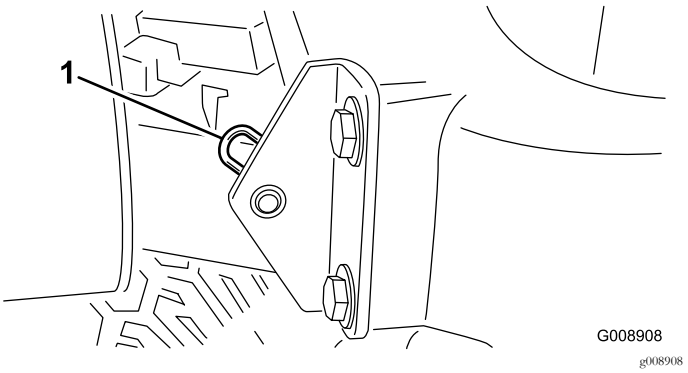

Figur 49
2. Fjern splinten som fester panseret til monteringsbrakettene (Figur 49).